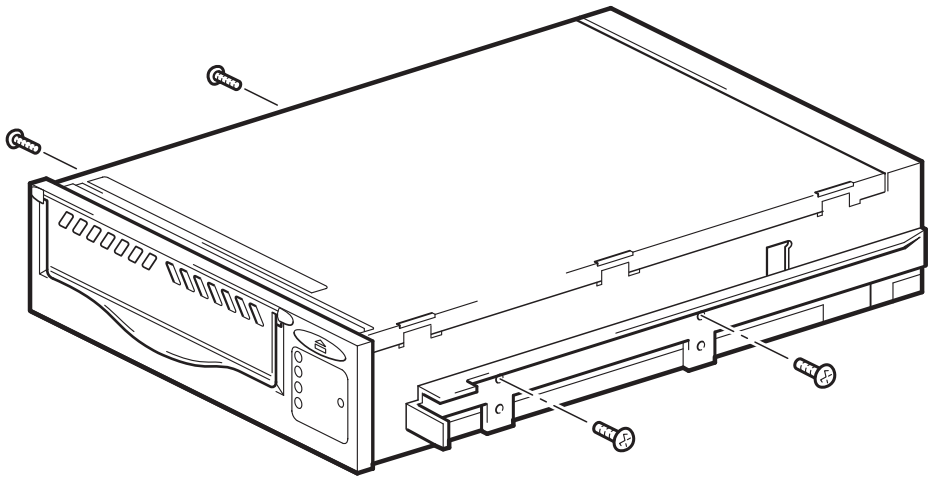

Figure 5b : Fixation des rails de montage
- Si votre serveur requiert des rails de montage, fixez les rails au lecteur de bande, comme indiqué Figure 5b. Les rails peuvent présenter un aspect différent de ceux qui sont illustrés.